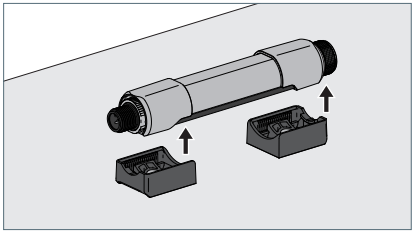

Fig. 8: Démonter l'appareil.
- ▶ Tournez le cache de l'appareil vers la surface de montage et retirez le luminaire des supports, voir Fig. 8.